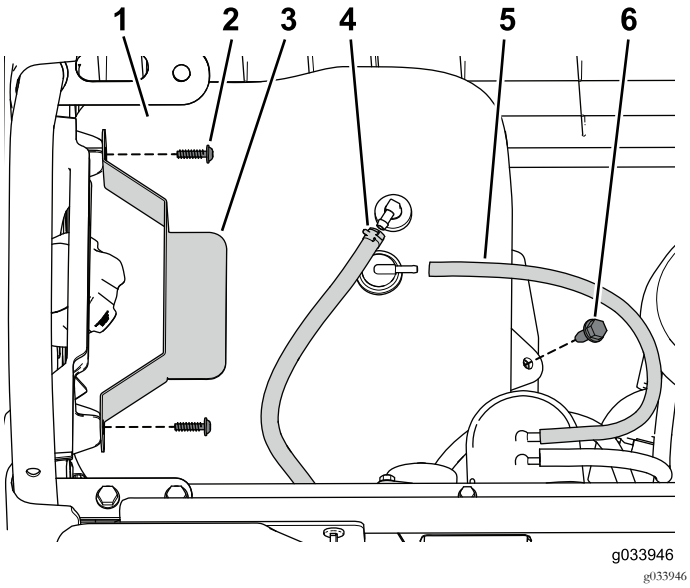

Bild 1
1. Entfernen Sie den Bundbolzen, mit dem der Kraftstofftank am Tankfach befestigt ist (Bild 1).
2. Nehmen Sie die Schrauben ab, mit denen die Befestigungsplatte angebracht ist (Bild 1).
3. Schließen Sie den Entlüftungsschlauch und die Kraftstoffleitung vom Tank ab (Bild 1).